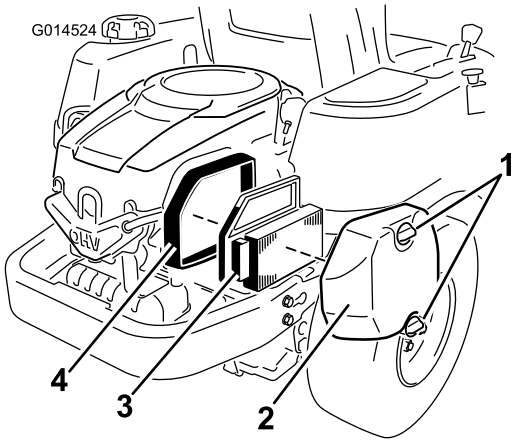

Figure 30
1. Remove the air cleaner cover (Figure 30).
2. Remove the air cleaner element with the integral rubber seal (Figure 30).
5. Install the air cleaner element with the pleated side "out" and seat the rubber seal onto the edges of the air cleaner base (Figure 30).
6. Reinstall the air cleaner cover and secure with the two knobs (Figure 30).